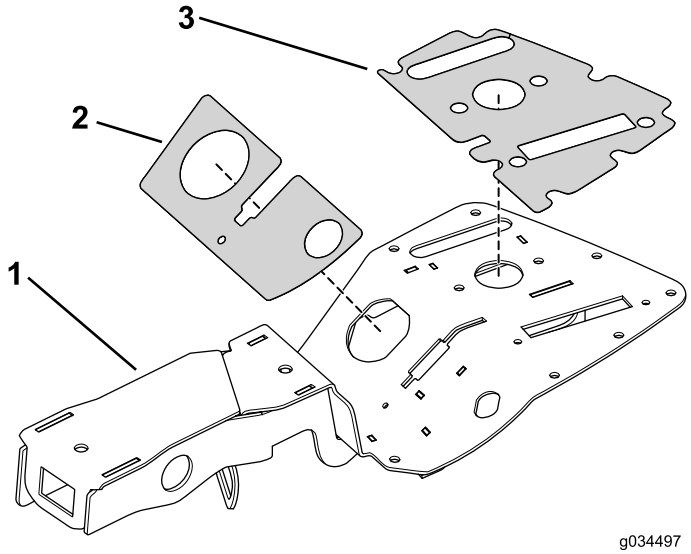

Рисунок 15
1. Прикрепите верхнюю и нижнюю наклейки к узлу консоли (Рисунок 15).